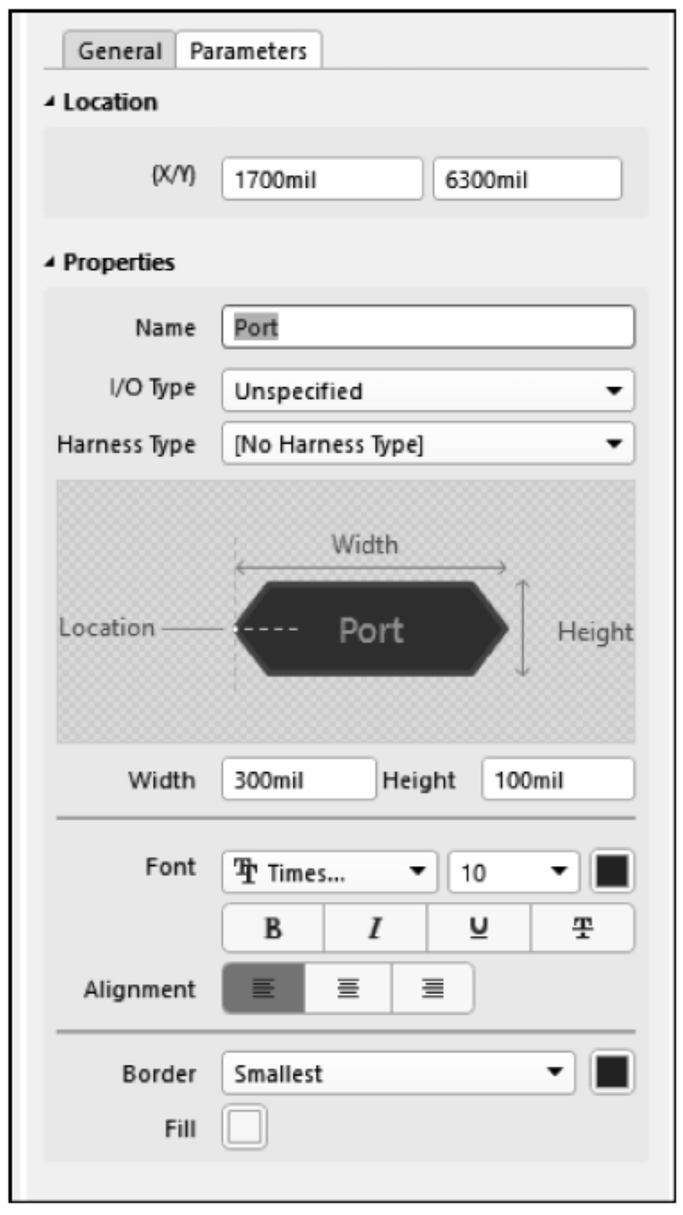

图 1-8　端口属性设置面板
(1) 执行菜单栏中“放置”→“端口”命令或按快捷键 P+R,或单击工具栏中“放置端口”按钮 ,光标上会附带一个端口符号。
(2) 移动光标到合适的位置单击,确定端口其中一端的位置,按 Space 键可进行旋转。再次移动光标确定端口另一端的位置,单击确定端口的位置。
(3) 设置端口属性。双击已放置好的端口,或在放置状态时按 Tab 键,系统将弹出相应的属性面板,如图 1-8 所示。